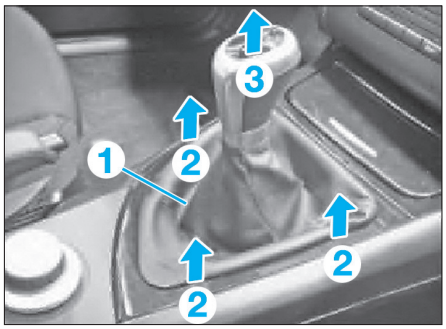

Fig. 15
• Comprimer légèrement le cadre du soufflet (1) et extraire le soufflet (flèches 2) de la console centrale **(Fig.15)**.